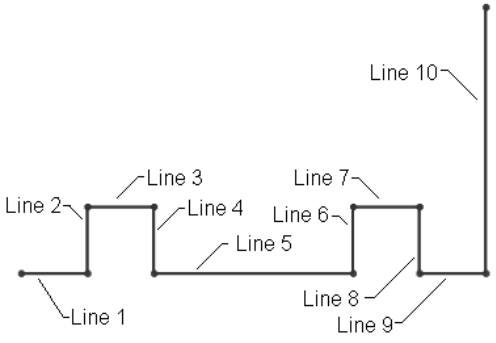

Figure 2-68 *Partial outer loop of the sketch*
4. Click when the length of the line above the line cursor is displayed as 10; a horizontal line is created. Refer to Line 1 in Figure 2-68.
6. Click when the length of the line above the line cursor is displayed as 10; a vertical line is created. Refer to Line 2 in Figure 2-68.
7. Move the line cursor horizontally toward the right. Click when the length of the line above the line cursor is displayed as 10; the next horizontal line of 10 mm length is drawn. Refer to Line 3 in Figure 2-68.
8. Move the line cursor vertically downward and click when the length of the line on the line cursor is displayed as 10. Refer to Line 4 in Figure 2-68.
9. Move the line cursor horizontally toward the right and click when the length of the line on the line cursor is displayed as 30. Refer to Line 5 in Figure 2-68.
10. Move the line cursor vertically upward and click when the length of the line on the line cursor is displayed as 10. Refer to Line 6 in Figure 2-68.
11. Move the line cursor horizontally toward the right and click when the length of the line on the line cursor is displayed as10. Refer to Line 7 in Figure 2-68.
12. Move the line cursor vertically downward and click when the length of the line on the line cursor is displayed as 10. Refer to Line 8 in Figure 2-68.
13. Move the line cursor horizontally toward the right and click when the length of the line on the line cursor is displayed as 10. Refer to Line 9 in Figure 2-68.
14. Move the line cursor vertically upward and click when the length of the line on the line cursor is displayed as 40. Refer to Line 10 in Figure 2-68.